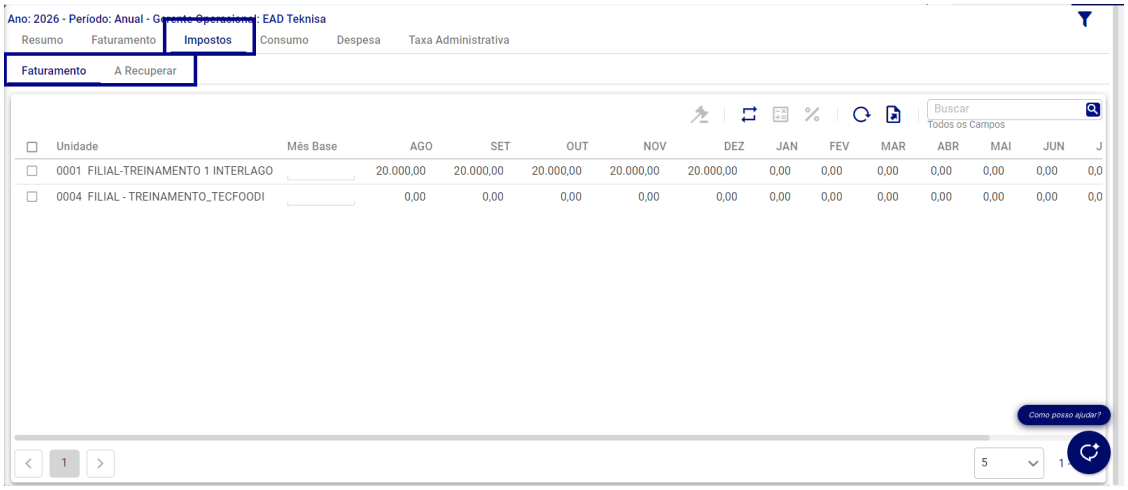

Figura 179: Impostos
A guia **Impostos** (Figura 179) é subdivida em dois grupos: **Faturamento** (ver item 12.3.1) e **A recuperar** (ver item 12.3.2).